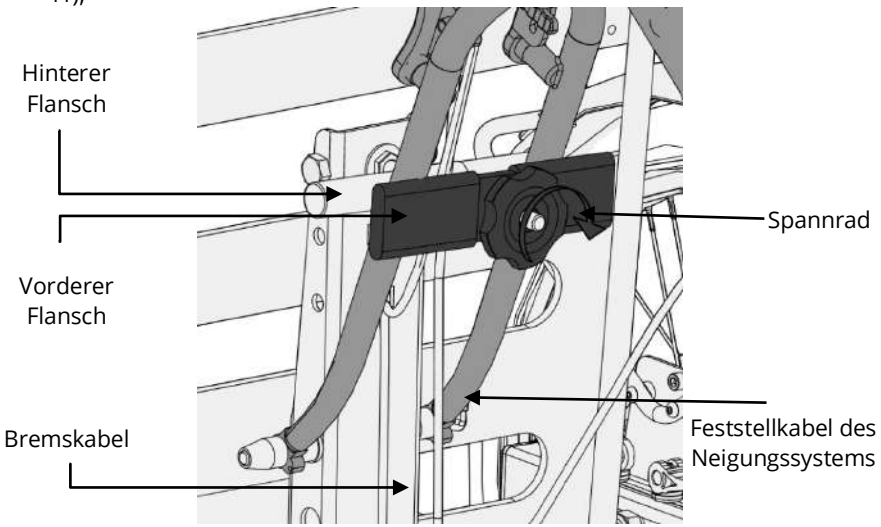

Abbildung 41 - Installation des Flanschsystems
- Führen Sie die Bremskabel und die Feststellkabel des Neigungssystems des AddBike+ zwischen den vorderen und hinteren Flanschen des AddBike+ und zwischen den Gabelarmen des Fahrrads hindurch (siehe Abbildung 41);
- Positionieren Sie den hinteren Flanschen horizontal, so dass die Gabel Ihres Fahrrads zwischen den beiden horizontal positionierten Flanschen eingeklemmt wird (siehe Abbildung 41);
- Drehen Sie das Spannrad von Hand, um sicherzustellen, dass kein Spiel im Klemmsystem vorhanden ist und dass das Spannrad festsitzt (siehe Abbildung 41);